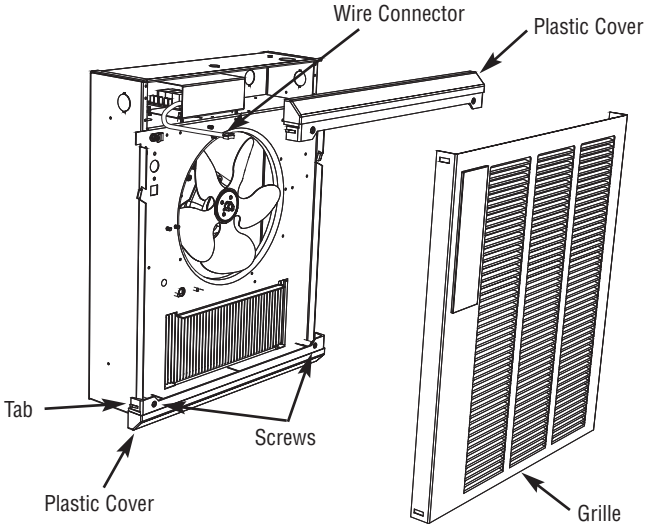

Figure 5 - Installation of Grille Assembly
2. Install (2) plastic covers on back box as follows: (See Figure 5)